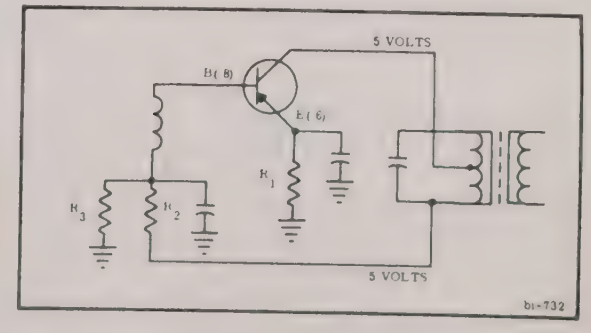

FIGURE 5-3 TRANSISTOR TEST
d. In-Circuit Test (Figure 5-3)